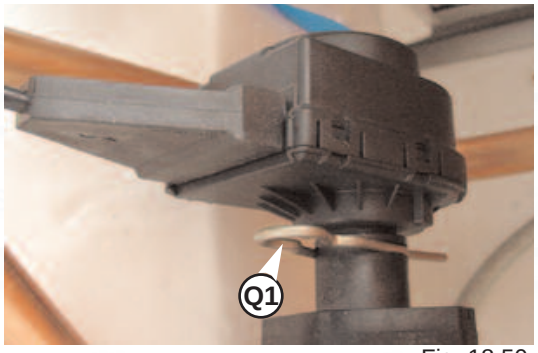

Fig. 18.50
2. Remove the clip "**Q1**" and the three way valve motor *(see Fig. 18.50)* ;